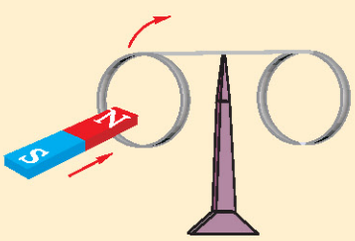

图 1-4-9
1. 如图 1-4-9 所示，两个相同的铝制圆环中，一个有切口，固定在一根可以在水平面内自由转动的直杆上. 当磁铁磁极移近（不要碰到）完整的圆环时，圆环会随磁铁运动，好像被推动了；拉出磁极，圆环也跟过来. 同样操作对于另一个有切口的圆环，则没有反应. 试解释道理何在？